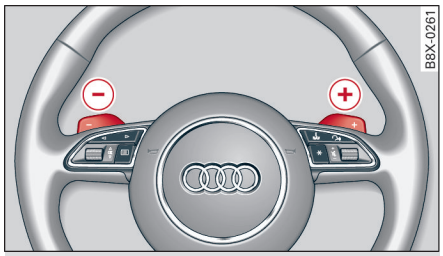

图 107 方向盘：用手动换档开关*手动换档
- ▶ 要升高一档时，短促按压点动开关 ⊕ ⇨ *图 107*。
当选档杆位于 D/S 位置时，轻点手动换档开关可在一定时间内脱离自动运行模式。要在手动换档后马上重新进入自动变速运行，必须点住点动开关 ⊕ ⇨ *图 107* 约 1 秒钟。